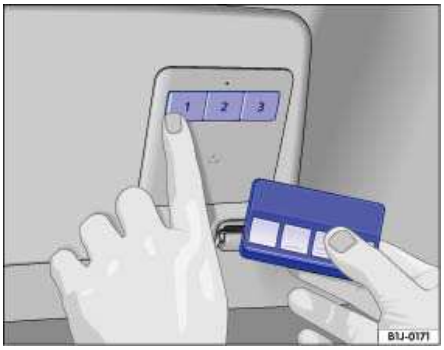

Fig. 34 To program: Simultaneously press the buttons for the HomeLink Universal Transmitter and the remote control.
3.	Using both hands, simultaneously press and hold both the HomeLink button you want to program (1, 2, or 3) and the hand-held transmitter button, as shown ⇒ fig. 34. **Do not release the buttons until the HomeLink indicator light flashes slowly and then rapidly.** When the indicator light flashes rapidly, release both buttons. The rapid flashing indicates successful programming.